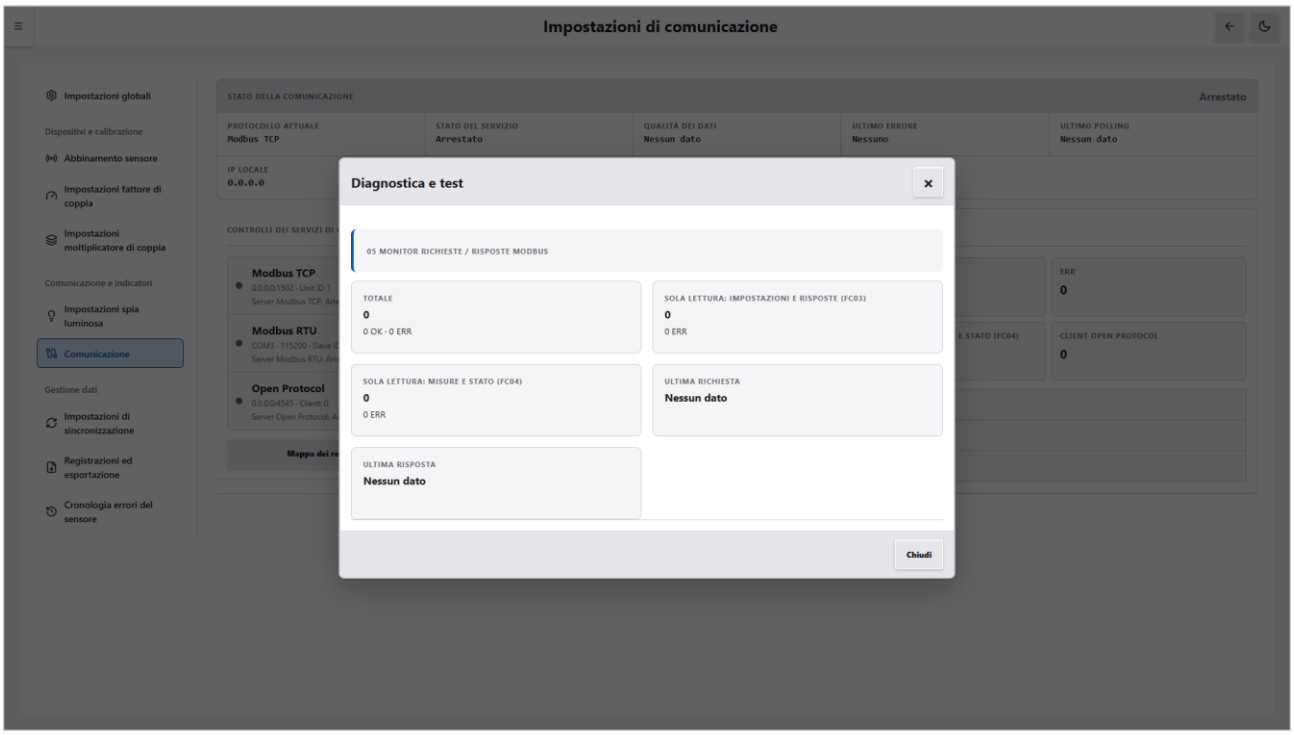

Figura 13-7 Diagnostica e test Modbus
2. Fare clic su «Diagnostica e test» per aprire la finestra «Diagnostica e test» (vedere la Figura 13-7).